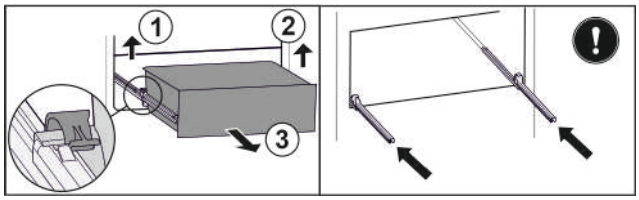

Fig. 127
- ▶ Levante la brida izquierda y, simultáneamente, tire de la parte izquierda del cajón hacia delante. *Fig. 127 (1)*
- ▶ Levante la brida derecha y, simultáneamente, tire de la parte derecha del cajón hacia delante. *Fig. 127 (2)*
- ▶ Extraiga el cajón hacia delante. *Fig. 127 (3)*